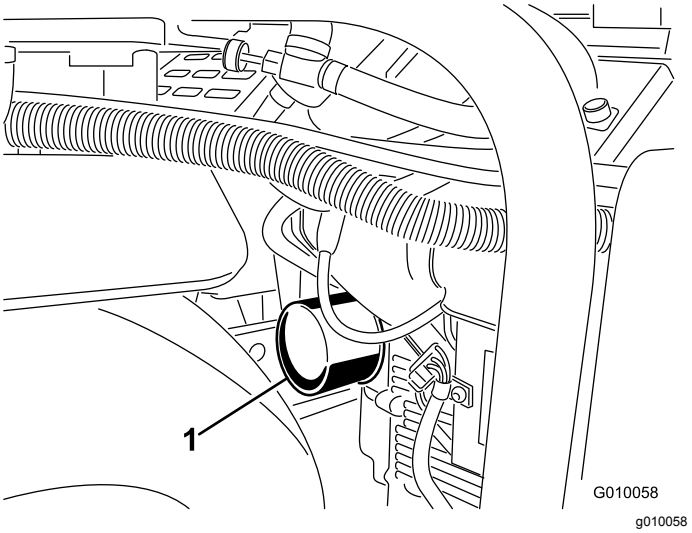
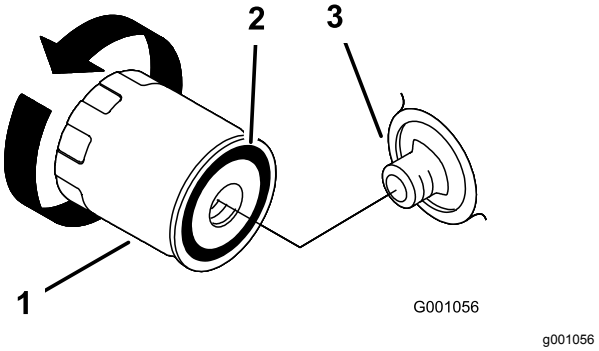

**Figur 48**
**Figur 49**
5. Sätt ett grunt kärl eller en trasa under filtret för att fånga upp oljan (Figur 48).
6. Ta bort det gamla filtret (Figur 48 och Figur 49) och torka rent ytan på filteradapterpackningen.